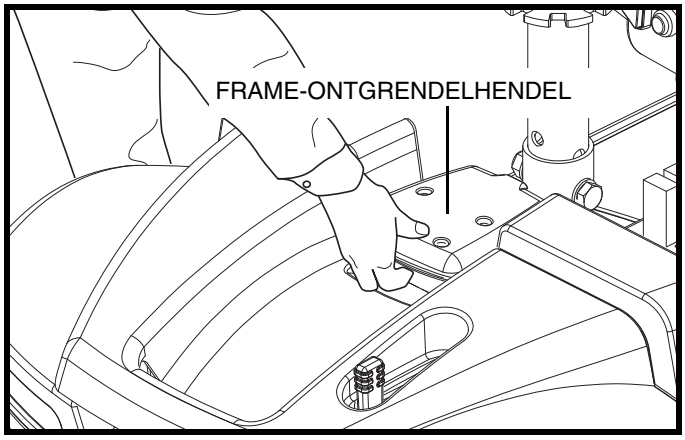

Figuur 25. Frame-ontgrendelhendel
3. Pak de frame-ontgrendelhendel vast en til hem omhoog. **Zie figuur 25**.
2. Gebruik de frame ontgrendelhendel om het voorstuk op te tillen wanneer u de framehaken van het voorstuk uitlijnt met de onderste framebuis van het achterstuk. **Zie figuur 25**.